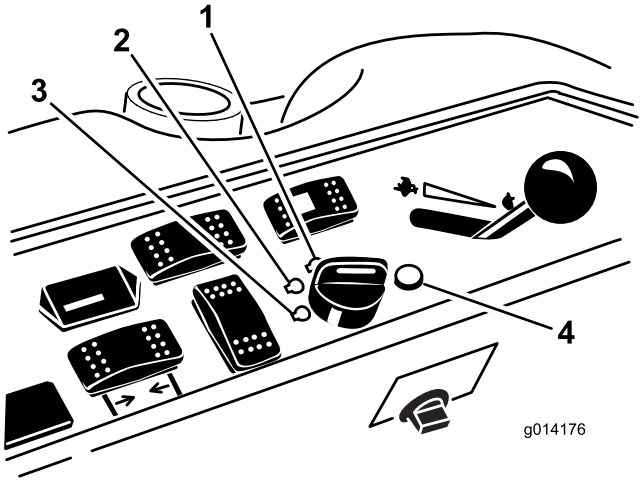

Figur 12
6. Drej tændingsnøglen med uret til positionen Run (Kør) (Figur 12).
3. Drej tændingsnøglen til positionen Off (Fra) (Figur 12). Vent, til alle bevægelige dele er standset, før du forlader betjeningspositionen.